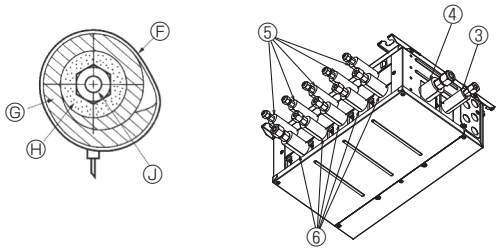
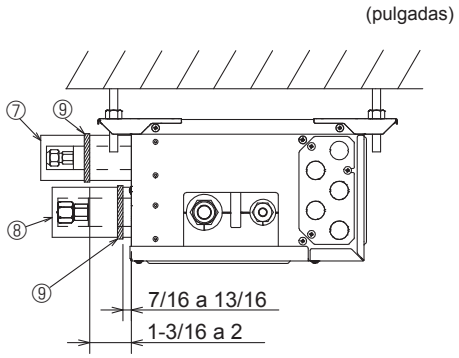

Fig. 7-4
Fig. 7-5
- Aísle los tubos de líquido y de gas de la caja de derivación aplicando alrededor de ellos espuma de polietileno resistente al calor. (Fig. 7-4)
(5) Presione las cubiertas de los tubos ③ y ⑤ de la tubería de líquido contra la unidad y envuélvala para que se fije. (Fig. 7-4)
(6) Presione las cubiertas de los tubos ④ y ⑥ de la tubería de gas contra la unidad y envuélvala para que se fije. (Fig. 7-4)
(7) Aplique las cintas suministradas ⑨ en una posición de 7/16-13/16 pulgadas (10-20 mm) de cada extremo de las cubiertas de los tubos (③④⑤⑥).
(8) Si la unidad interior no está conectada, ajuste las cubiertas de los tubos que se suministran (con las tapas, ⑦ y ⑧) en las conexiones de los tubos de refrigerante de la caja de derivación contra la unidad para evitar el goteo de condensación de los tubos. (Fig. 7-5)
(9) Fije las cubiertas de los tubos (⑦⑧) con las cintas ⑨ suministradas.
7.2. Manejo de los puertos que no están conectados a la unidad exterior (Fig. 7-5)